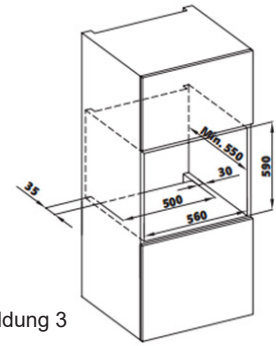

Abbildung 3
- Der Schrank muss den in Abb. 3 angegebenen Abmessungen entsprechen. Im hinteren Teil der Kabine sowie an der Ober- und Unterseite müssen Abstände mit den in der Abbildung angegebenen Maßen gewährleistet sein, um die erforderliche Belüftung zu gewährleisten.